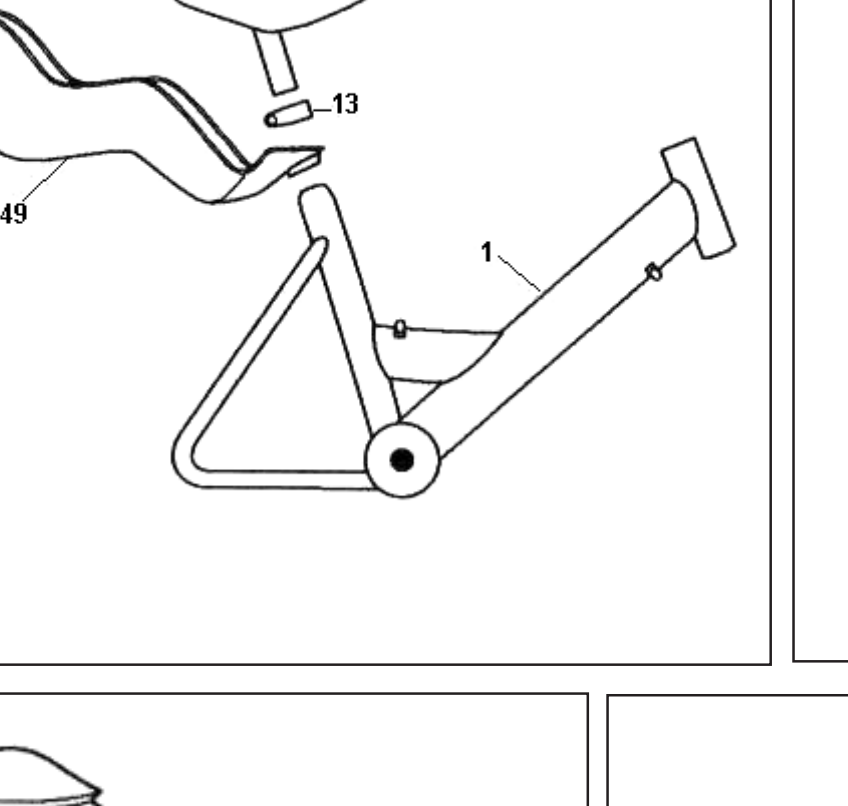

FIG. 4
2. MONTERING AV DUKKESTOL Gjelder bare modell 144 – 164 – 512 – 514 – 516 (fig. 4)
3. MONTERING AV SETET (fig. 4)
2. INPASSNING AV DOCKSITS Avser enbart modellerna 144 – 164 – 512 – 514 – 516 (Fig. 4)
3. JUSTERING AV SADELN (Fig. 4)